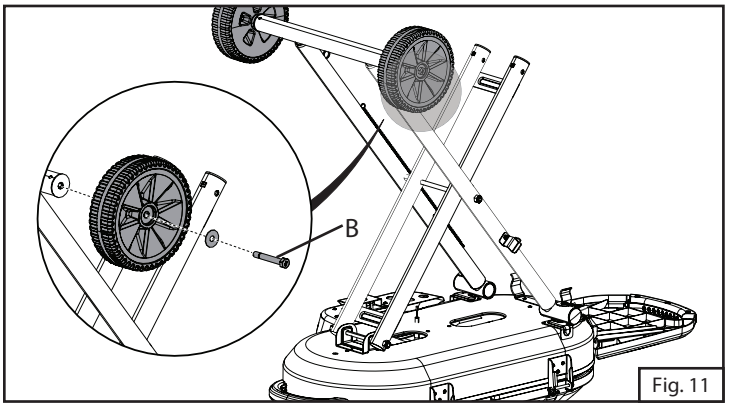

Fig. 11
10. Fije cada rueda al eje con un tornillo y una arandela. (Fig. 11)